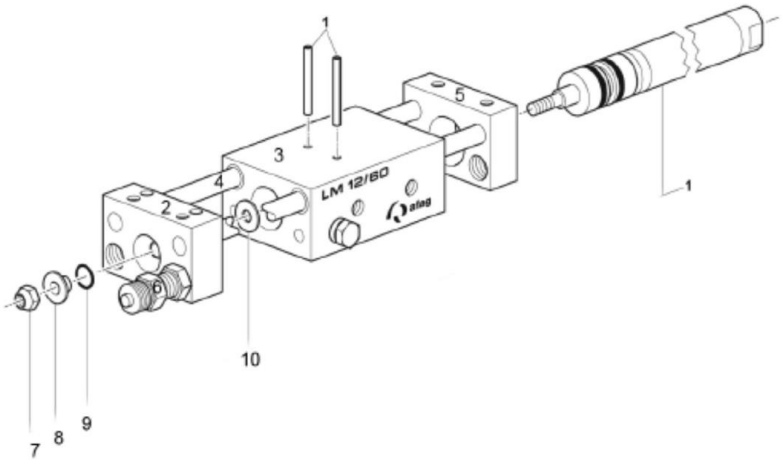
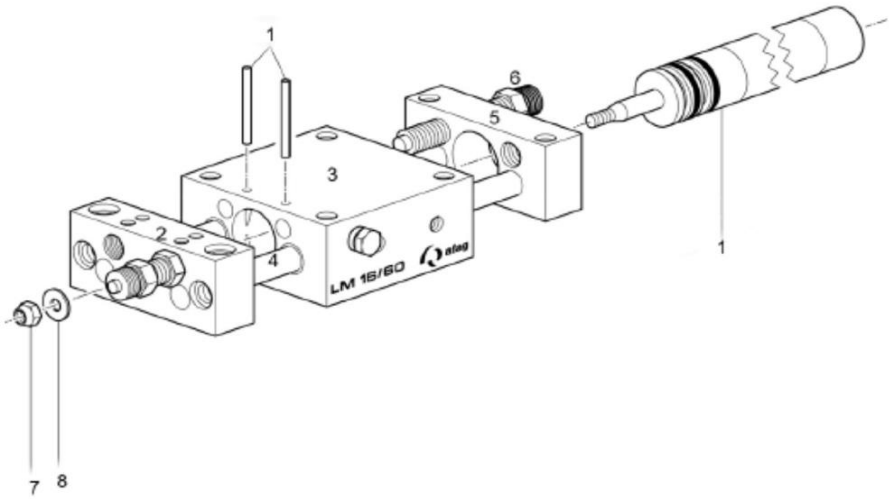

Fig. 22 Remplacement des pièces d'usure - LM 12
Fig. 23 Remplacement des pièces d'usure - LM 16
1. Fixez le boîtier (Fig. 22, 3) dans un étau et desserrez le contre-écrou (Fig. 22, 7) - tout en maintenant la tige de piston.
2. Retirez la rondelle (Fig. 22, 8) et anneau torique (Fig. 22, 9).
3. Appuyez sur les deux goupilles (Fig. 22, 1) de la presse pour les faire sortir.
4. Retirez le cylindre (Fig. 22, 1) à l'arrière du boîtier (Fig. 22, 3).
5. Nettoyez le boîtier (Fig.22, 3).
1. Insérez le nouveau cylindre (Fig. 22, 1) dans le boîtier (Fig. 22, 3).
2. Enfoncez 2x les goupilles (Fig. 22, 1) dans le boîtier (3) à l'aide d'une presse.
3. Insérez la tige de piston dans la plaque frontale (Fig. 22, 2) et mettez la rondelle en place.
4. Maintenez la tige de piston et vissez l'écrou (Fig. 22, 7) sur la tige de piston.
7. Effectuez une dernière vérification avant d'installer le module : Les arbres de guidage (Fig. 22, 4) doivent être mobiles dans le boîtier (Fig. 22, 3).
1. Fixez le boîtier (Fig. 23, 3) dans un étau et desserrez le contre-écrou (Fig. 23, 7) - tout en maintenant la tige de piston.
2. Retirez la rondelle (Fig. 23, 8).
3. Appuyez sur les deux goupilles (Fig. 23, 1) de la presse pour les faire sortir.
4. Retirez le cylindre (Fig. 23, 1) à l'arrière du boîtier (Fig. 23, 3).
5. Nettoyez le boîtier (Fig. 23, 3).
1. Insérez le nouveau cylindre (Fig. 22, 1) dans le boîtier (Fig. 23, 3).
2. Enfoncez 2x les goupilles (Fig. 23, 1) dans le boîtier (3) à l'aide d'une presse.
3. Insérez la tige de piston dans la plaque frontale (Fig. 23, 2) et mettez la rondelle en place.
4. Maintenez la tige de piston et vissez l'écrou (Fig. 23, 7) sur la tige de piston.
7. Effectuez une dernière vérification avant d'installer le module : Les arbres de guidage (Fig. 23, 4) doivent être mobiles dans le boîtier (Fig. 23, 3).